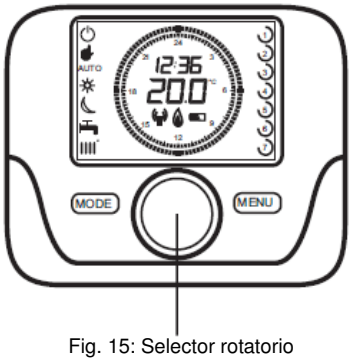

Fig. 15: Selector rotatorio
1. Comience por la configuración del Termostato modulante: Pulsar el selector rotatorio (Fig. 15) unos 6 segundos, hasta que aparezca en pantalla "**HC1**".